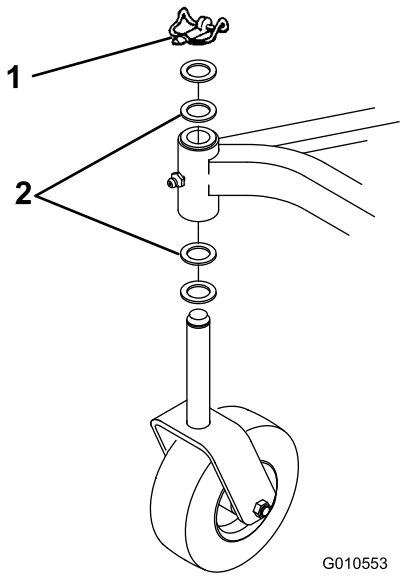

Figuur 26
A. Bij maaidekken die gewoonlijk gebruikt worden met een maaihoogte van 25 tot 51 mm moet de lage zijde van het maaidek omhoog worden gebracht. Verwijder de lynchpen waarmee het zwenkwiel aan het lage uiteinde is bevestigd (Figuur 26) en verwijder de zwenkwielconstructie.
C. Als het maaidek wordt gebruikt met een maaihoogte van 51 mm tot 102 mm, brengt u de hoge zijde van het maaidek omlaag. Verwijder de lynchpen van het zwenkwiel aan e hoge kant van de machine en verwijder de zwenkwielconstructie (Figuur 26).